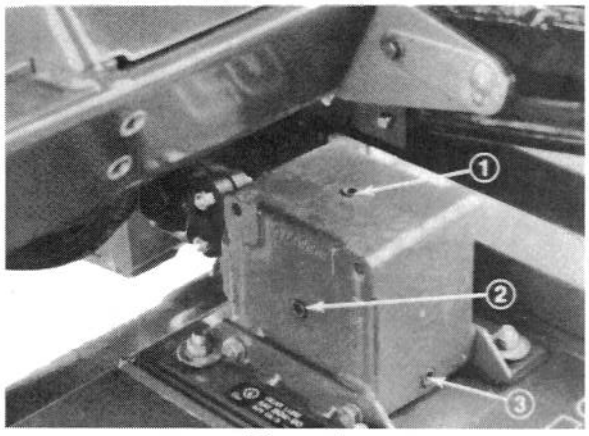

Figure 4
2. Enlever le bouchon de contrôle sur le côté du boîtier d'engrenages et vérifier que le niveau d'huile atteint bien la base du trou (Fig. 4). Si le niveau est bas, enlever le bouchon de remplissage en haut du boîtier et faire l'appoint jusqu'à ce que le niveau atteigne la base du trou latéral.